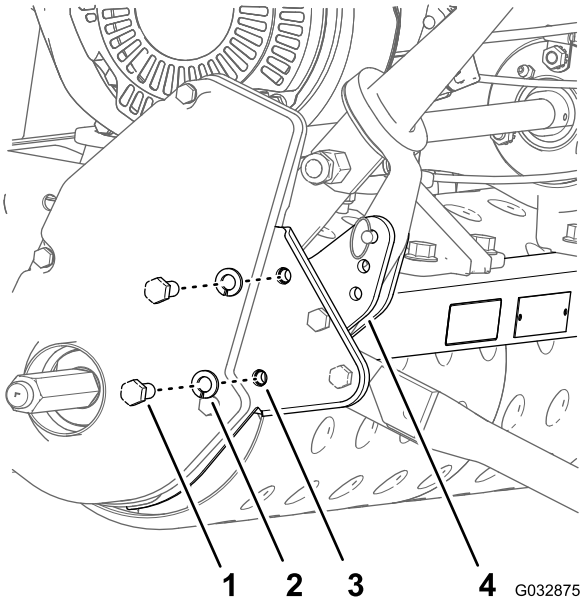

Figure 6
8. Remove the 2 bolts (3/8 x 7/8 inch) and 2 lock washers (3/8 inch) that secure the left-side plate to the outer pad of the rear frame of the machine (Figure 6).